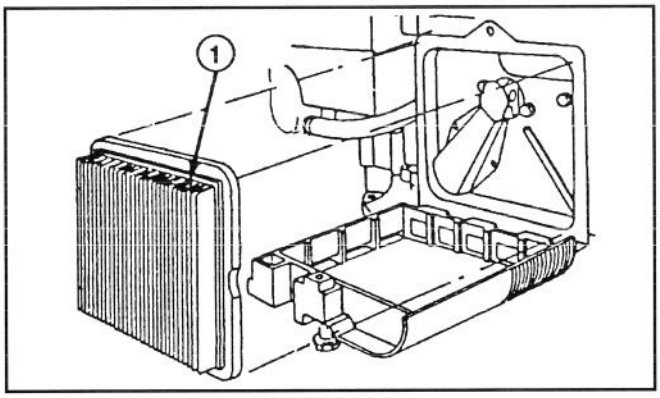

Abbildung 15
3. Den Papiereinsatz herausnehmen und wegwerfen (Abb. 15).